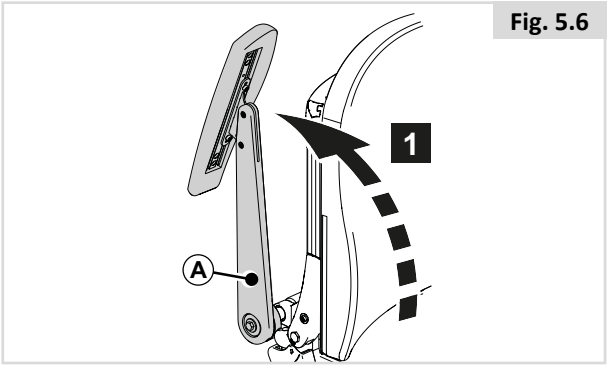

Fig. 5.6
Accoudoir relevable (Fig. 5.6)
1. Rabattez (A) vers l'arrière (Fig. 5.6)